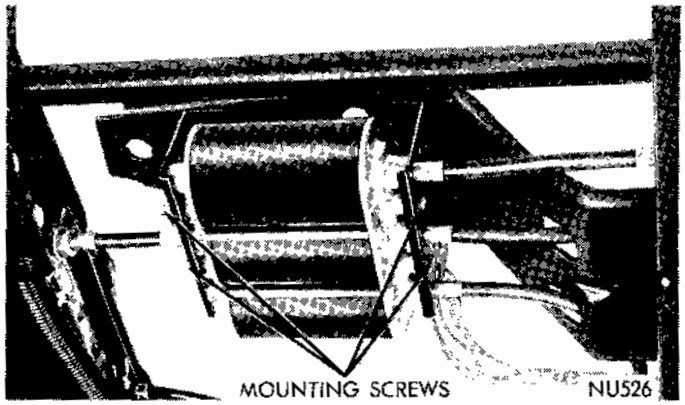

FIG. 4 - Mounting Screw Location
(1) Remove seat assembly from vehicle following procedure outlined under "Seat Assembly and Adjuster."
(2) Lay seat assembly on its back on some clean object.
(3) Remove bolt which holds motor to support (Fig. 3). Then remove mounting (Fig. 4) screws.
(4) Carefully disconnect housings and cables from motor assembly.